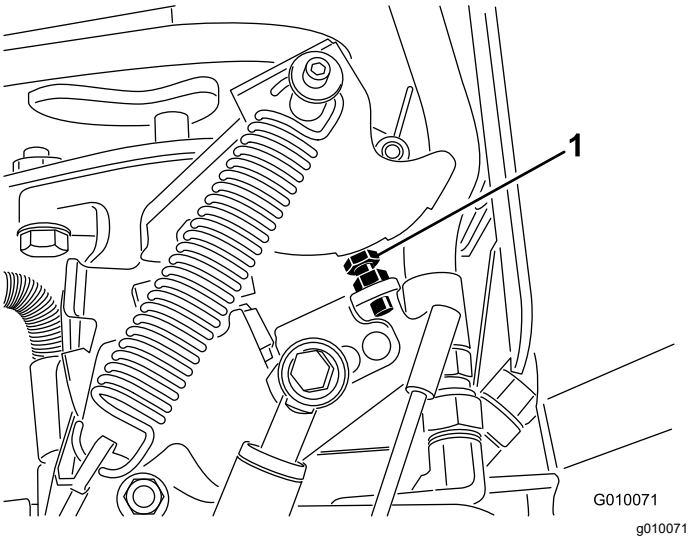

**Figure 71**
6. If an adjustment is needed, turn the pump stop bolt (Figure 71) closer to the stop plate to decrease hole spacing or turn the stop bolt away from the stop plate to increase hole spacing.